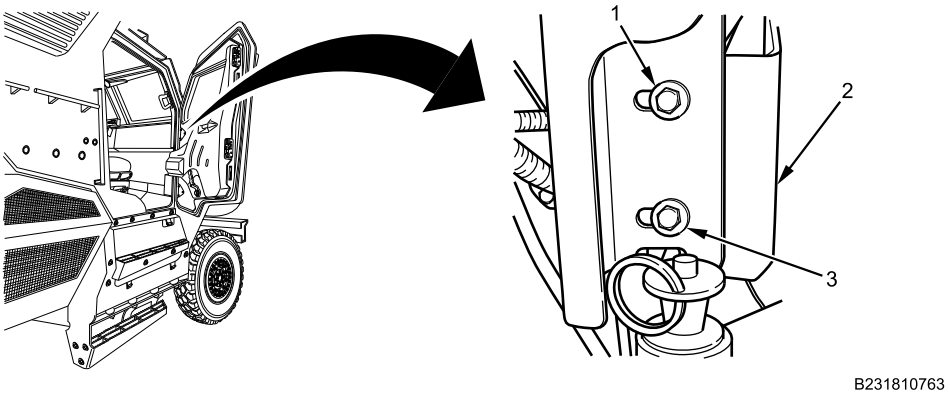

Figure 15. Right IP Mounting Bolts.
21. Remove right IP bracket bolts (Figure 15, Item 1 and 3) from right IP bracket (Figure 15, Item 2).